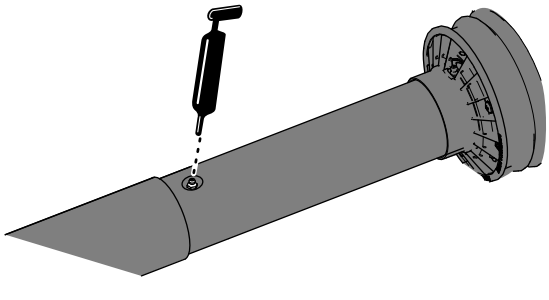

Rysunek 10
3. Częściowo rozsuń wał napędowy PTO, aby uzyskać dostęp do smarowniczki znajdującej się w pobliżu wewnętrznej osłony wału napędowego (Rysunek 10).
4. Nałóż smar do smarowniczki przegubu teleskopowego wału napędowego, jak pokazano na Rysunek 10.